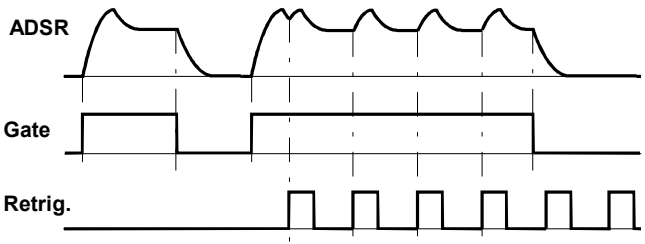

Abb. 2: Hüllkurve mit Retrigger-Funktion
❷ Retrig.
Die Buchse ❷ ist der **Retrigger-Eingang** des ADSR's. Hier können Sie z.B. die Signale eines LFO's zuführen. In diesem Fall wird der ADSR *während der Dauer des Gate-Signals* mit jedem Triggerpuls des LFO's erneut getriggert (s. Abb. 2).